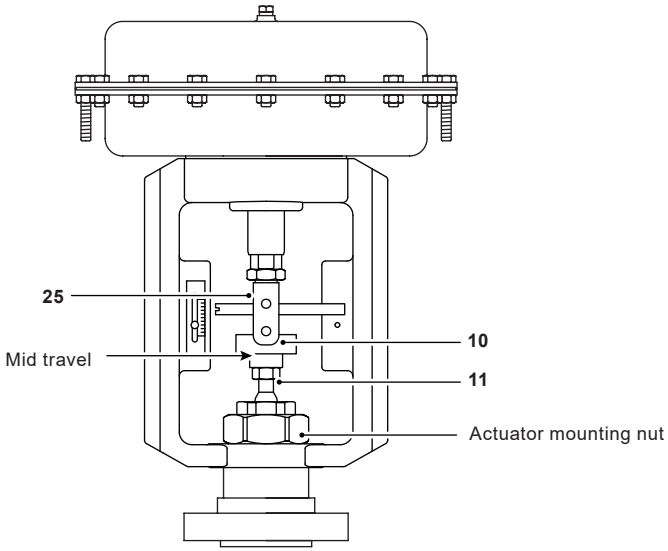

Fig. 7
- Loosen and remove the actuator mounting nut (see Figure 7) and lift the actuator off the valve.